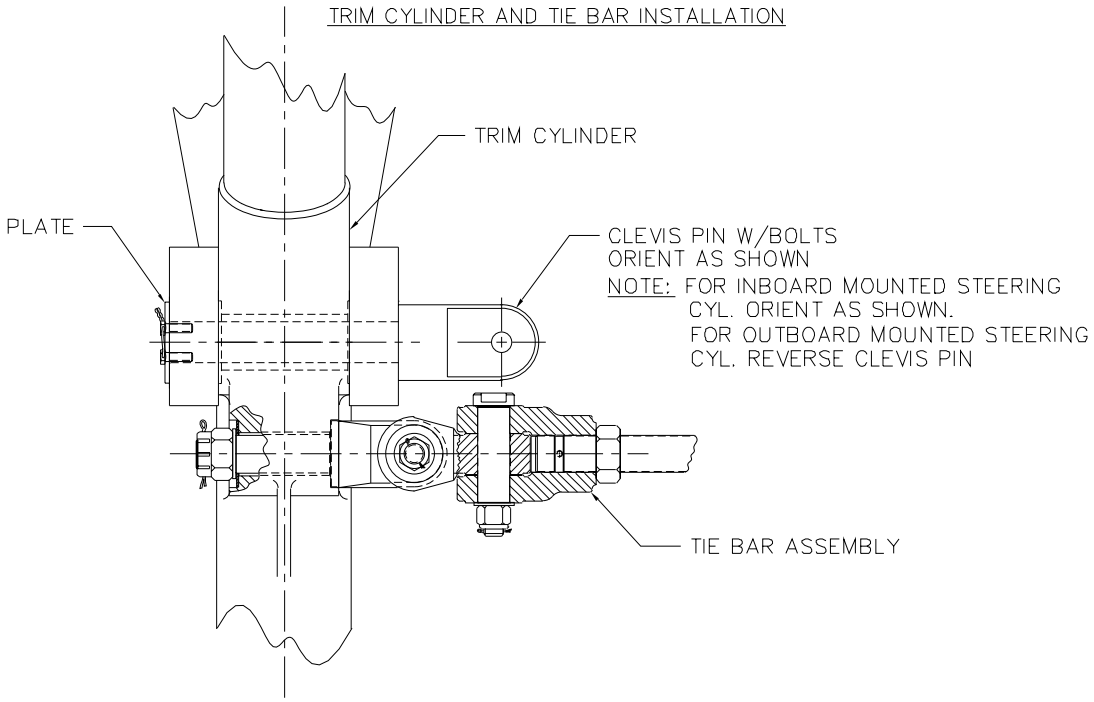
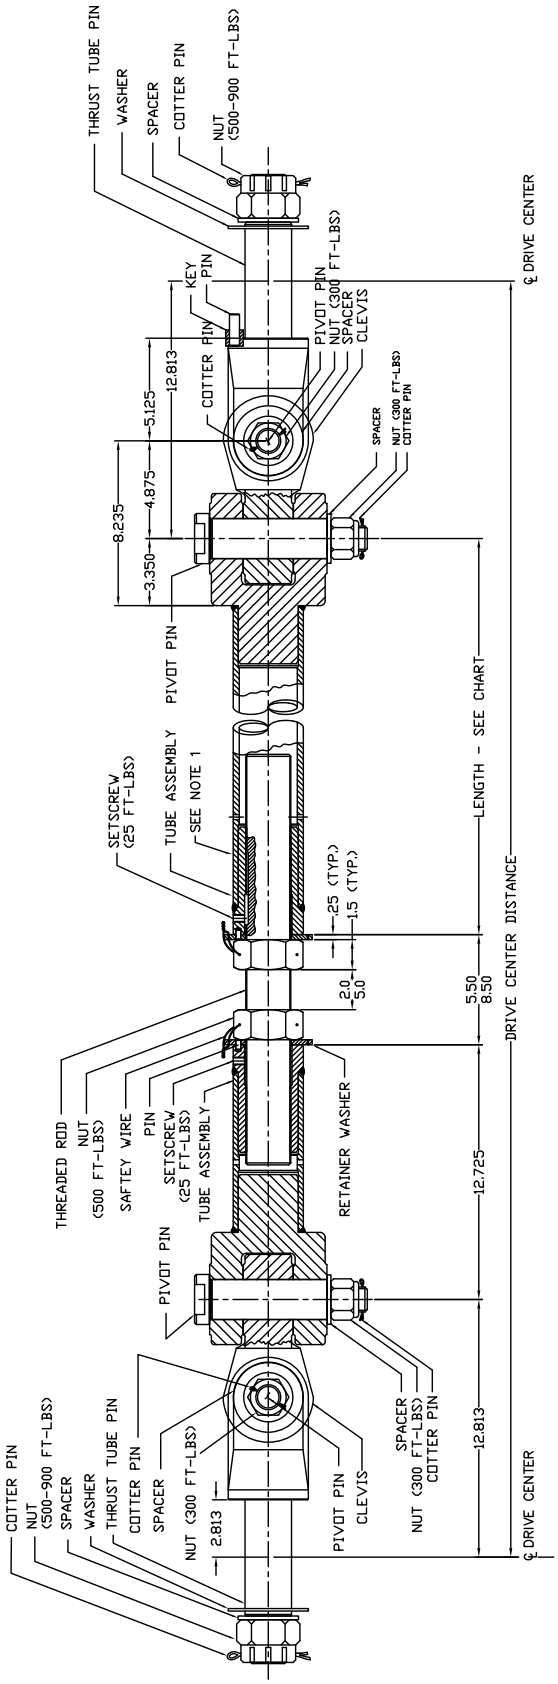

Figure 10. Trim Cylinder and Tie Bar Installation
Figure 15. Tie Bar Assembly
The trim cylinder provides the capability to position the drive at differing trim angles depending on operating conditions. The following procedure sets the trim cylinder at mid-travel in the normal running position. **See Figure 15**.
6. A tie bar is required for twin drive installations on mono hull vessels. When ordering the tie bar, specify drive centerline-to-centerline distance. Installation of the tie bar is per **Figure 10** using the mounting hardware provided. Comply with all requirements and torque values shown in **Figure 15**. Adjust the length of the tie bar as required to make the drive thrust housings parallel. Torque tie bar jam nuts.